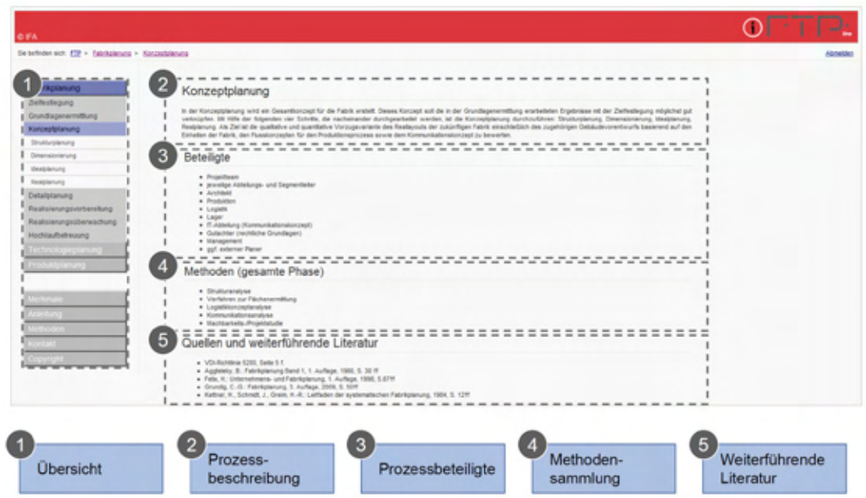

Bild 1: Nutzeroberfläche von FTPlive (Quelle: IFA)
Durch die übersichtliche Gestaltung ist die Benutzeroberfläche von FTPlive sehr anwenderfreundlich (Bild 1). Die drei Planungsprozesse werden in der Software jeweils in drei Ebenen unterteilt. Haupt- und Subprozesse werden dazu in der Menüleiste der Software dargestellt (1). Die für jede Phase erforderlichen Informationen werden auf sogenannten Prozesskarten hinterlegt. Hier sind eine kurze Beschreibung des Planungsprozesses (2), mögliche Beteiligte der Phase (3), weiterführende Literatur (5) und einzusetzende Methoden (4) angegeben. Die Methoden sind darüber hinaus jeweils einzeln in einem Methodenbaukasten beschrieben. Außerdem werden die für die Phase notwendigen Informationen (Input) und die in der Phase generierten Ergebnisse (Output) genannt.